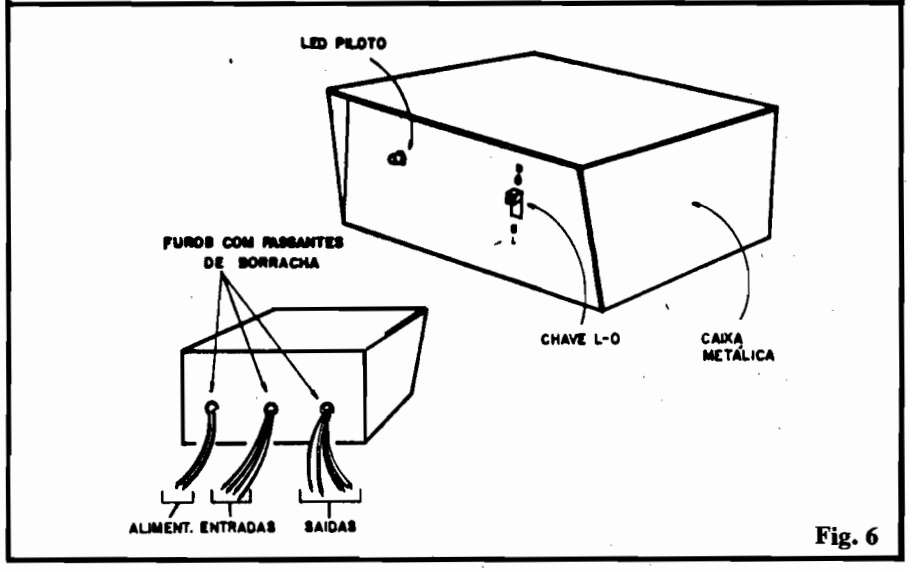

Fig. 6
– FIG. 6 – Sugestão para acabamento/caixa. Abrigar o circuito do AMPLICAR BEK numa caixa metálica ou plástica (dimensões indicadas no item "OPCIONAIS/DIVERSOS" da LISTA DE PEÇAS) é muito fácil, existindo no varejo especializado caixas padronizadas inteiramente compatíveis, a baixo custo. A ilustração sugere o **lay out** frontal e traseiro, ficando na frente apenas o LED piloto e a chave "liga-desliga" e, na traseira, as saídas da cabagem de instalação (codificada pelas cores, conforme su-